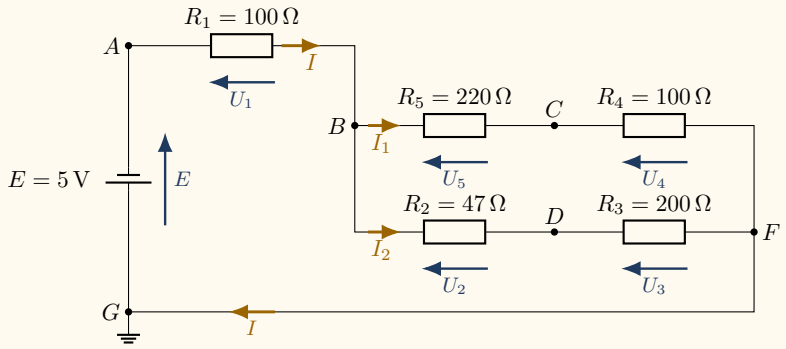

Fig. 1 – Montage électrique à réaliser.
- **Reproduisez**, à l'aide du matériel mis à disposition sur votre paillasse, le montage électrique de la Fig. 1.